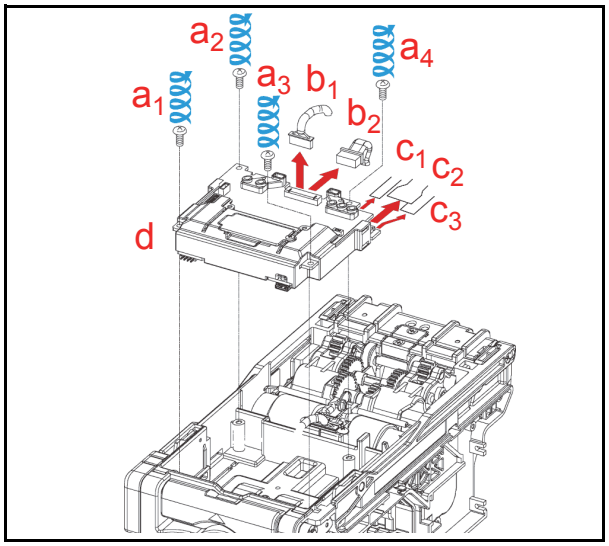

Figure 4-13 CPU Board Module Removal
1. Remove the four (4) mounting Screws that are (See Figure 4-13 a_1 through a_4) retaining the CPU Board Module (See Figure 4-13 d) to the Transport Unit, and unplug the two (2) Signal Connectors (See Figure 4-13 b_1 & b_2) with the three (3) Flat Ribbon Cables (See Figure 4-13 c_1 , c_2 & a_3) located on the CPU Board Module and remove the CPU Board Module from the Transport Unit.